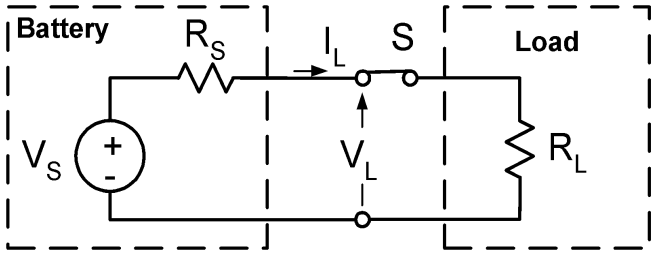

Figure 2.4
B. For the circuit drawn in Figure 2.4, answer the following questions given $V_S = 1.5V$, $I_L = 15mA$ and $V_L = 1.425V$.
C. Model the circuit in Figure 2.4 in SPICE using the value of R_S and R_L calculated above in B.1 and B.2 and the value given for V_S. Do your SPICE results match your calculations? If not, you should recheck your calculations and your simulations. Print a screenshot of your SPICE schematic with the results of your operating point simulation shown and hand it in as part of your pre-lab. See Appendix I in the lab manual for a brief introduction to SPICE simulation using LTspice. **Note:** You do not need to simulate the switch in SPICE. Just connect a wire between the two resistors.